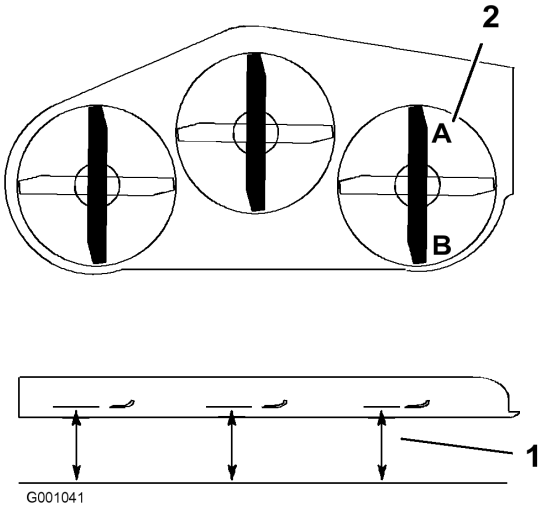

Figure 72
1. Tournez la lame droite dans le sens longitudinal (Figure 72).
2. Mesurez la distance au point **A** entre la surface plane et le tranchant de la pointe de la lame droite (Figure 72).
4. Mesurez la distance au point **B** entre la surface plane et le tranchant de la pointe de la lame droite (Figure 72).
6. La lame doit être plus basse de 6 à 10 mm (1/4 à 3/8 pouce) au point **A** qu'au point **B** (Figure 72). Si ce n'est pas le cas, passez aux étapes suivantes.